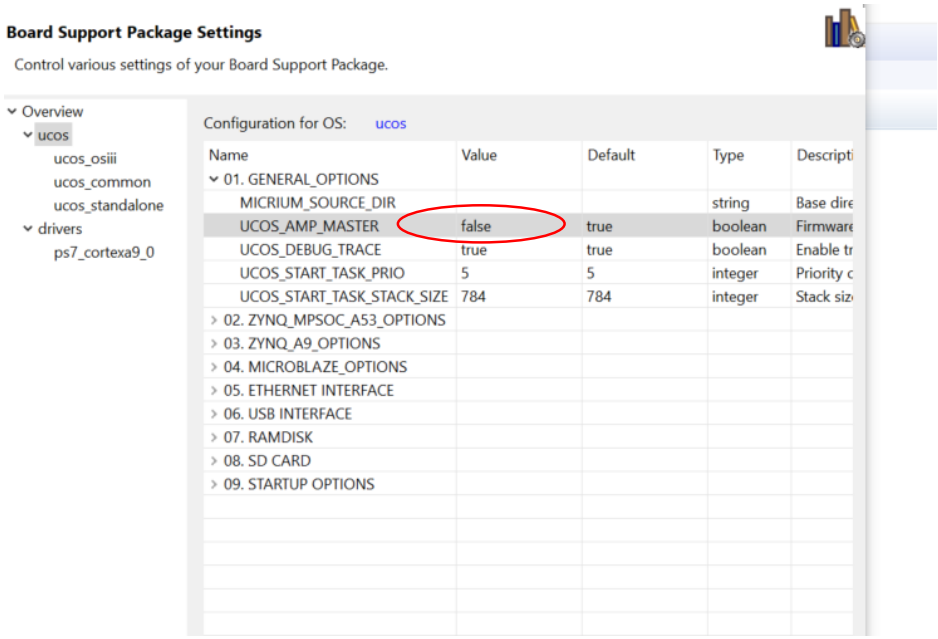

Figure 7
- mettre consommateur comme un slave, i.e. UCOS_AMP_MASTER = false (Figure 7)[5]
[5] Attention si vous désirez plus tard revenir à un fonctionnement normal du core 0 (comme pour la partie 2), il faudra remettre UCOS_AMP_MASTE à true sur la figure 7.